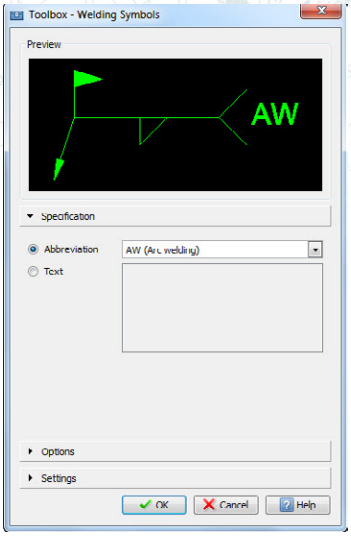

Figure 5-17a
a. **Specification** options allows you to place the type of weld or your own text.(Figure: 5-17a)